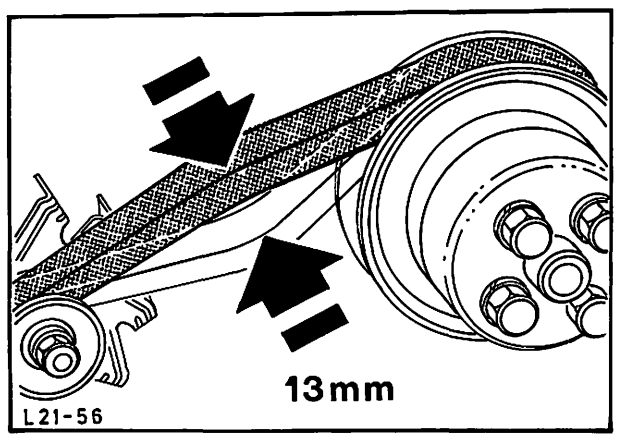

Abb. 256 Keilriemen – Lichtmaschine, „C"-Motor, spannen
9. Zündkabel aufstecken, Ansauggeräuschdämpfer montieren. Lichtmaschine mit Halter anschrauben und Kabel anschließen. Keilriemen auflegen und so spannen, daß das Gesamtspiel zwischen Lichtmaschine und Lüfter 13 mm beträgt, Abb. 256. Batterie-Massekabel befestigen.